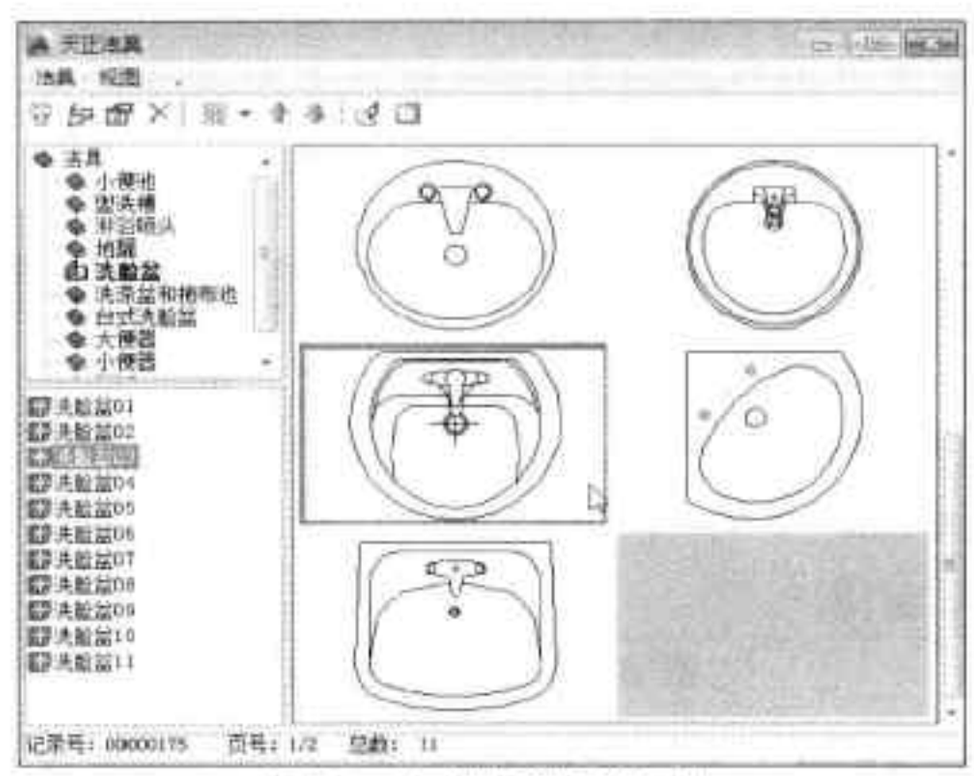

图18-14 选择洗脸盆图块
Step 14 执行“房间屋顶 > 房间布置 > 布置洁具”命令，在“天正洁具”对话框中，选择洗脸盆图块，如图 18-14 所示。